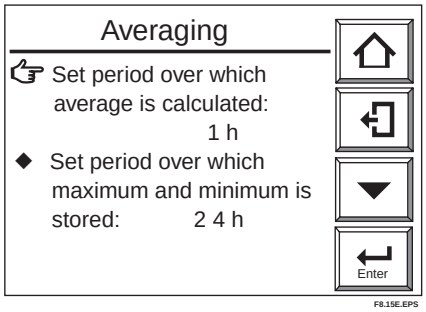

Figure 8.15 Setting Average-Value Calculation Periods and Maximum- and Minimum-Value Monitoring Periods
(1) Press the Setup key in the Basic panel display to display the Execution/Setup display.
(2) Select Setup in the Execution/Setup display to display the Commissioning” (Setup) display.
(3) Select Others in that display and then select Averaging in the Others display. The averaging display shown in Figure 8.15 then appears.
(4) Choose “Set period over which average is calculated” and enter the desired numeric value from the numeric-data entry display. To enter three hours, type in 003. The period over which average values can be calculated ranges from 1 to 255 hours.
(5) Choose “Set period over which maximum and minimum is stored” and enter the desired numeric value from the numeric-data entry display. To enter 48 hours, type in 048. The allowable input ranges from 1 to 255 hours.